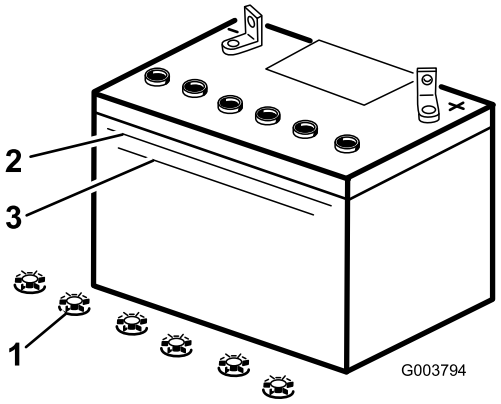

Figuur 41
3. Kijk aan de zijkant van de accu. Het zuurpeil moet tot aan de bovenste streep staan (Figuur 41). Het peil mag niet niet onder de onderste streep komen (Figuur 41).
5. Verwijder de vuldoppen van de accu (Figuur 41).
6. Giet langzaam gedistilleerd water in elke cel van de accu totdat het zuurpeil de Bovenste streep (Figuur 41) op de accubehuizing bereikt.
7. Wacht na het bijvullen van de accucellen 5 tot 10 minuten. Vul indien nodig gedestilleerd water bij totdat het zuurpeil de Bovenste streep (Figuur 41) op de accubehuizing bereikt.